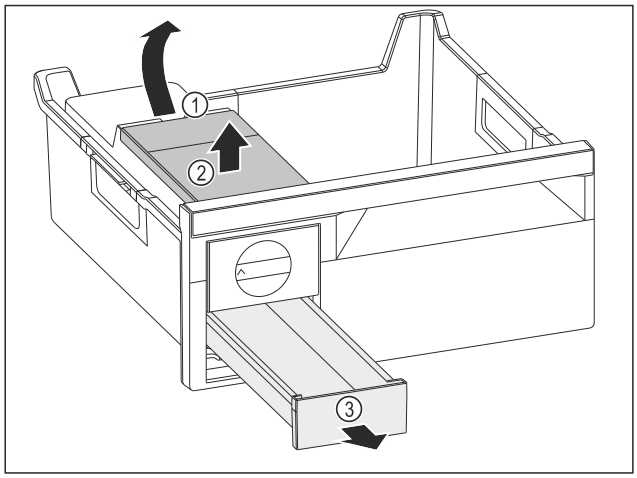

Fig. 211
- ▶ Removing the water tank: Lift the water tank by the recess *Fig. 211 (1)*.
- ▶ Remove the water tank *Fig. 211 (2)* upwards.
- ▶ Remove the ice cube drawer *Fig. 211 (3)* to the front.